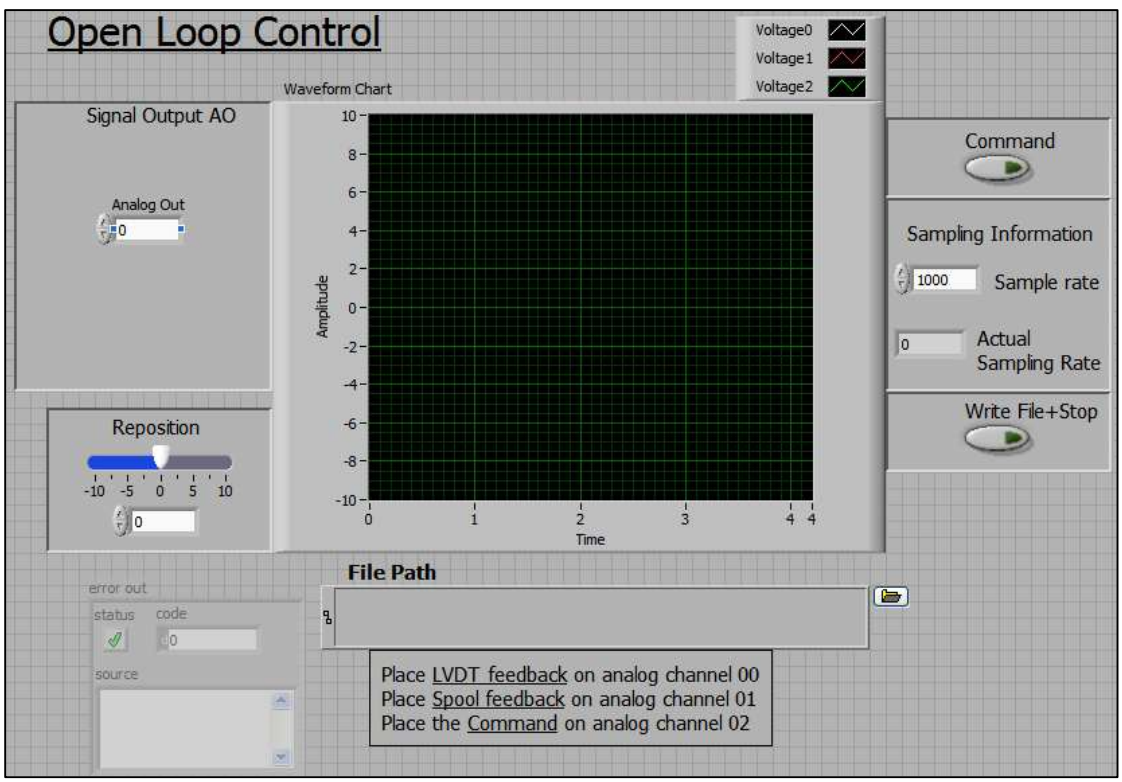

Fig. 1. The Front Panel (Graphical User Interface)
- The front panel of the LabVIEW ***data acquisition*** (open-loop control) program for a ***step excitation*** is in Fig. 1. The ***Signal Output AO*** box (upper left) specifies the ***magnitude*** of the ***step voltage*** command to be sent to the valve.